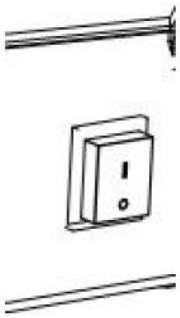

Figura 2
a. Coloque el interruptor de encendido en la posición I y verifique que el ventilador comience a funcionar correctamente. (Figura 2)